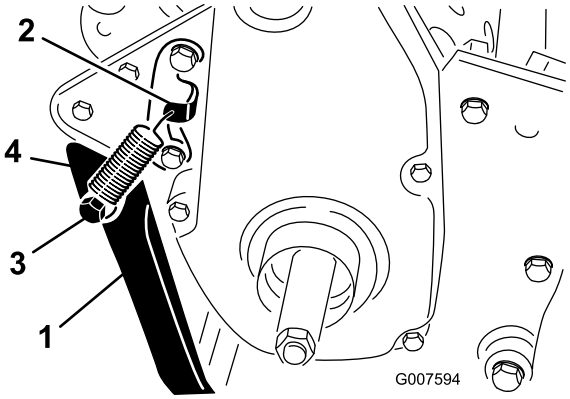

Figura 7
2. Prenda a mola no furo do suporte da mola e na fixação da mola alinhando a cavilha da mola com os furos de montagem na parte traseira do chassis (Figura 7).
3. Monte o apoio em cada lado do chassis com um parafuso, anilha de bloqueio, cunha, anilha de cabeça chata e porca de bloqueio (Figura 7). Posicione a cunha no furo de montagem do apoio.